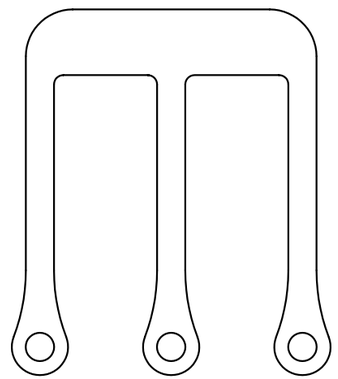

Fig. 3
(1) La aguja tiene que estar insertada en el agujero de la placa aguja completamente.
(2) Después de ajustar, confirme que todas las agujas este centrada al centro del agujero de la placa aguja. (Fig. 3)